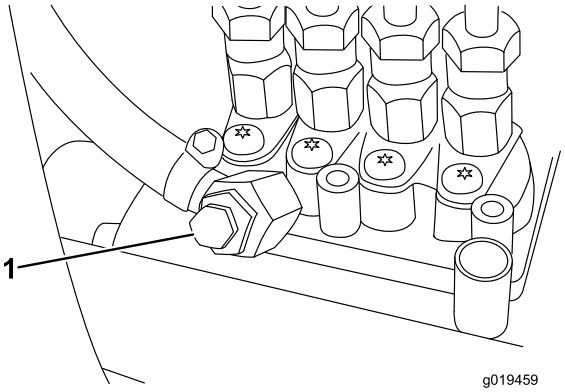

Bild 36
5. Öffnen Sie die Entlüftungsschraube an der Kraftstoffeinspritzpumpe (Bild 36).